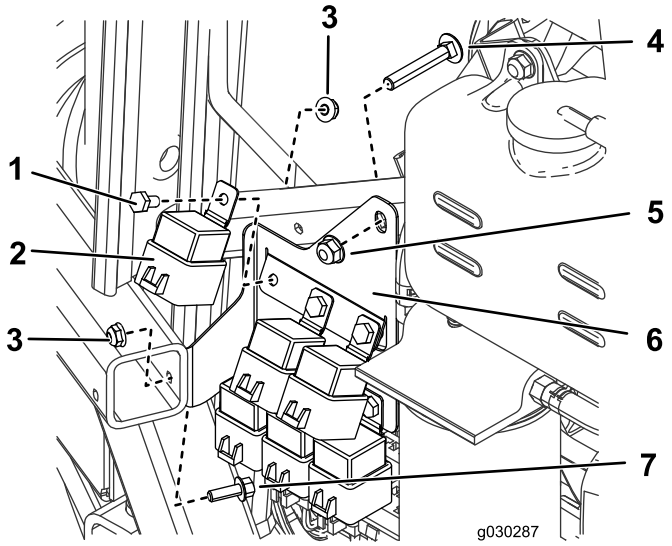

Rysunek 21
1. Po prawej stronie maszyny zainstaluj 6 przekaźników na wsporniku przekaźnikowym za pomocą 6 śrub (1/4 x 1/2 cala) i 6 nakrętek (1/4 cala) w sposób podany na Rysunek 21.
3. Przy użyciu śruby (1/4 x 3/4 cala), nakrętki (1/4 cala) oraz odkręconej uprzednio śruby i nakrętki przymocuj do maszyny wspornik przekaźnikowy (Rysunek 21).